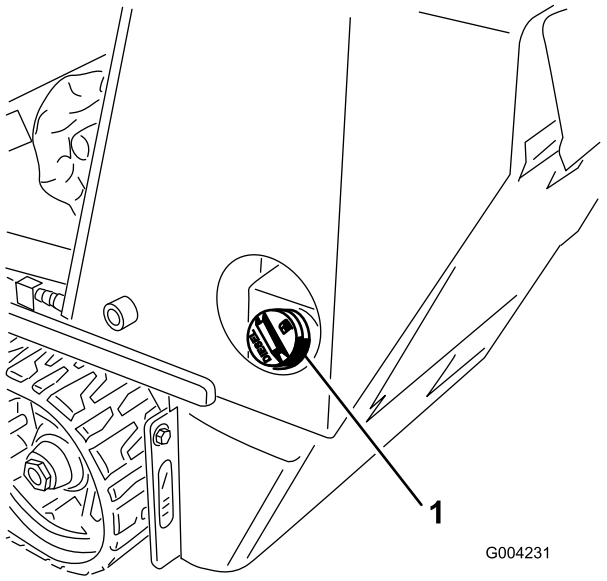

Figuur 15
1. Verwijder de dop van de brandstoftank (Figuur 15).